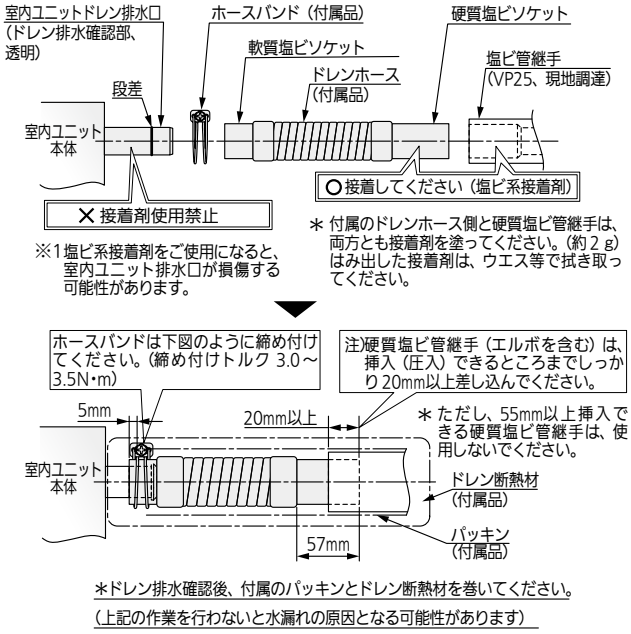

図12
- 図12のようにドレン排水口の段差までドレンホースを挿入し、ホースバンドを段差から5㎜はなしたところに、しっかりと締め付けてください。（締め付けけトルクは3.0～3.5 N・m）
このとき、パッキンの合わせ目が上を向くようにしてください。その上に付属のドレン断熱材を巻いてください。（12 ページ、図 12）